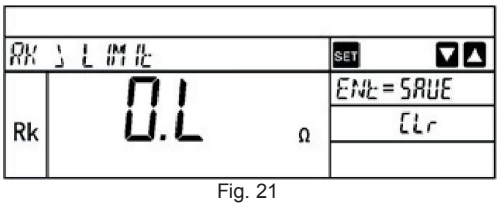
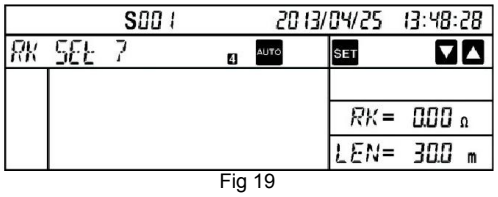
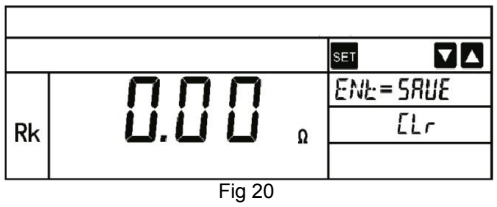

Fig. 21
Fig 19
Fig 20
Pressione a tecla ESC novamente para sair do modo de ajuste e retornar à tela CONFIG-SETTING (Fig. 19). Então a data é iniciada.
Este instrumento tem uma função de relógio e pode salvar os dados medidos com as informações de hora e data. O relógio não será reiniciado depois de ter sido ajustado, mesmo depois de desligar o instrumento. Um ajuste manual é necessário para manter a hora do relógio sempre correta. O ajuste de tempo pode ser feito no procedimento a seguir. Selecione Date/Time Set? (Fig. 19) com a tecla do Cursor na tela CONFIG-SETTING, pressione a tecla ENTER/SAVE para exibir a hora (Fig. 20) e Data (Fig. 21) Tela Setting.
(1) Ajuste de tempo (exibição 24 horas). Pressione as teclas de seta para Time Set? (Fig. 20) e o número da hora no LCD começa a piscar.
Pressione tecla ESC quando as configurações tiverem sido feitas para retornar para a Configuração de Hora ? (Fig. 20).
Pressione a tecla ESC novamente para sair do modo de ajuste e retornar à tela CONFIG-SETTING (Fig. 19). Em seguida, o relógio é iniciado.
Pressione as teclas de seta para definir a data? Fig. 21) e o número da data no LCD começa a piscar.